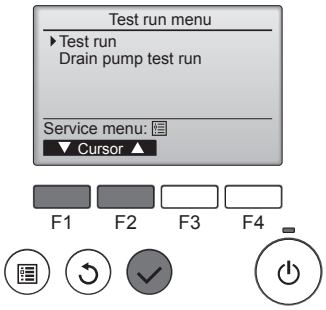

Fig. 8-2
② Dans le Menu essai de fonctionnement, sélectionnez "Test run" (Test fonctions) puis appuyez sur la touche [CHOIX]. (Fig. 8-2)
③ L'essai de fonctionnement démarre et l'écran Test fonctions s'affiche.